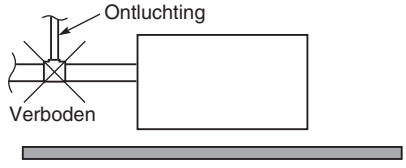

Afb. 3-10
- **Installeer geen ontluchting, want hierdoor kan er water uit de uitlaat van de afvoerpijp spetteren. (Afb. 3-10)**